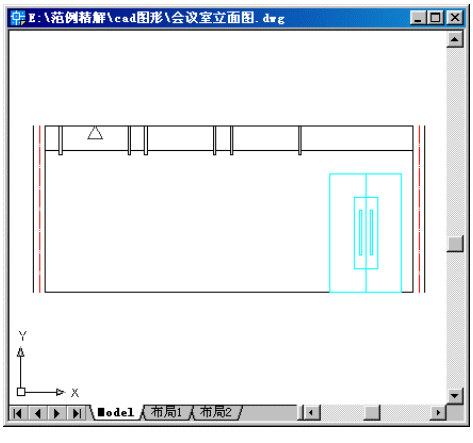

图 5-19 移动正三角形的位置
16. 使用【Move】命令将刚才绘制的正三角形由上顶点位置移动到灯槽中点，如图 5-19 所示。